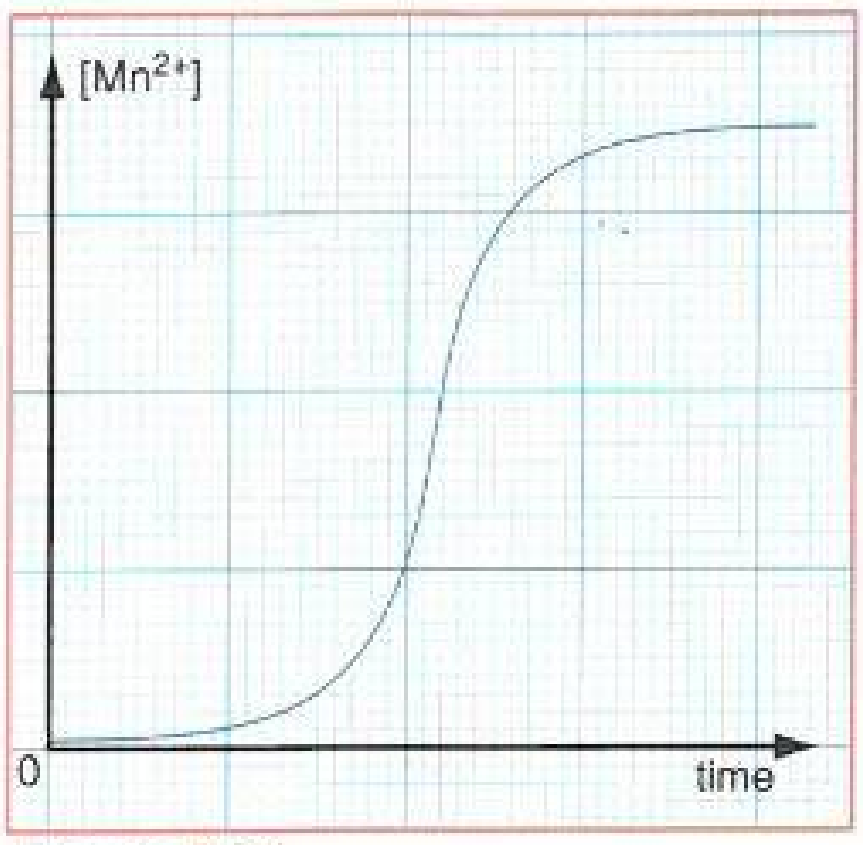

Figure 3.14
- The reaction in beaker A starts slowly. Its rate increases with the increase of the quantity of Mn^{2+} ions formed. The curve $[Mn^{2+}] = f(t)$ permits to observe the change of the rate of the reaction with the quantity of Mn^{2+} ions formed without previous addition of Mn^{2+} ions in the solution (Fig. 3.14).